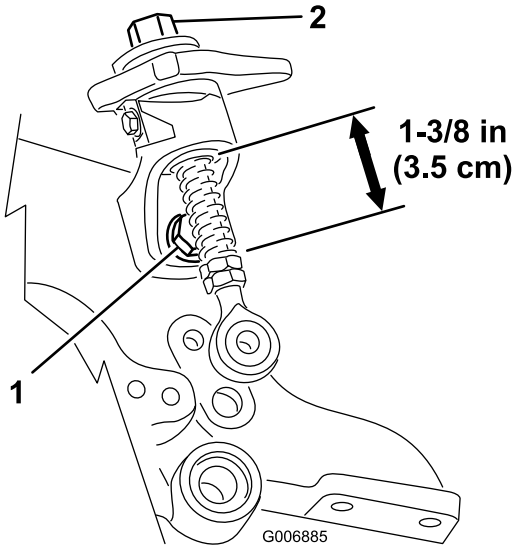

Figur 45
2. Lossa på snabbfästbulten och säkerställ att den gängade stången är inriktad och inte fastnar på den nedre snabbrampen (Figur 45). Dra åt bultarna på nytt.
3. Kontrollera längden på snabbfjädrarna på de gängade stängerna. Längden ska vara 3,5 cm (Figur 45).
4. Om höjdjusteringsreglaget inte roterar fritt kan bussningen vara smutsig (Figur 45). Rengör bussningen vid behov.